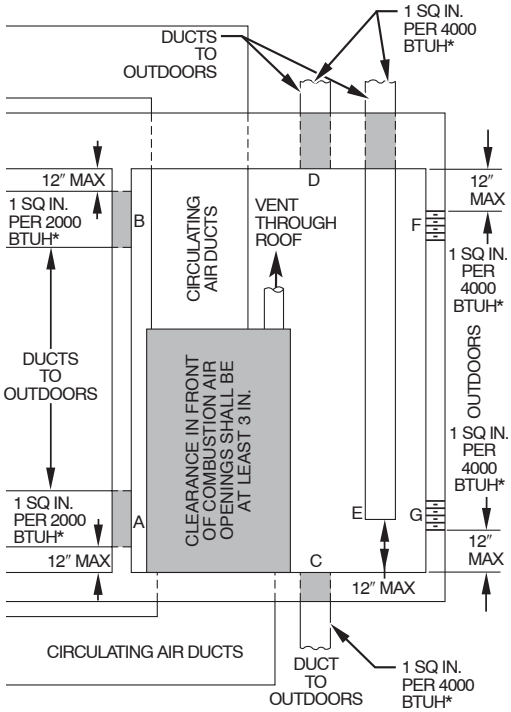

Fig. 19 - Air for Combustion, Ventilation, and Dilution for Outdoors
b. Size openings and ducts per Fig. 19 and Table 1.
c. TWO HORIZONTAL DUCTS require 1 square inch of free area per 2,000 Btuh (1,100 mm^2/kW) of combined input for all gas appliances in the space per Fig. 19 and Table 1.
d. TWO OPENINGS OR VERTICAL DUCTS require 1 square inch of free area per 4,000 Btuh (550 mm^2/kW) for combined input of all gas appliances in the space per Fig. 19 and Table 1.
a. 1 square inch of free area per 3,000 Btuh (734 mm^2/kW) for combined input of all gas appliances in the space per Table 1 and Fig. 19.